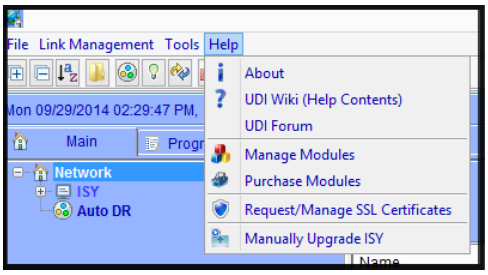

Figure 2
5. On Universal Devices Administrative Console, choose **Help | About** (Figure 2)